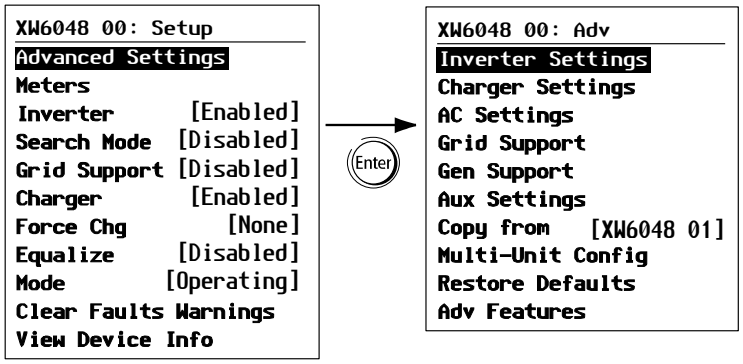

Figure 3-2 Selecting Advanced Settings
- From the `Setup` menu, with `Basic Settings` or `Advanced Settings` highlighted, press Enter. See Figure 3-2.